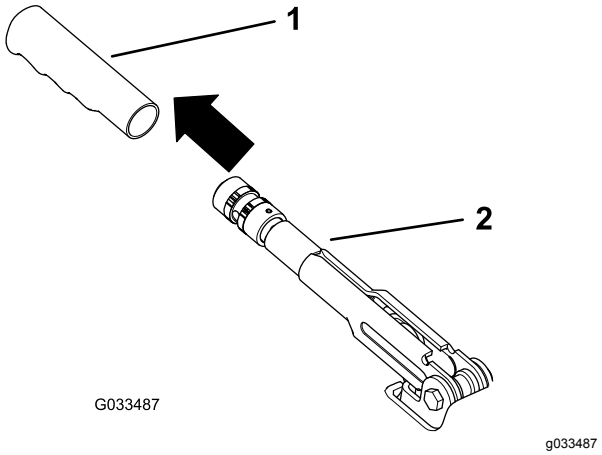

Figura 58
1. Togliete l'impugnatura di gomma dalla leva del freno di stazionamento (Figura 58).
5. Rimontate l'impugnatura di gomma sulla leva del freno di stazionamento (Figura 58).